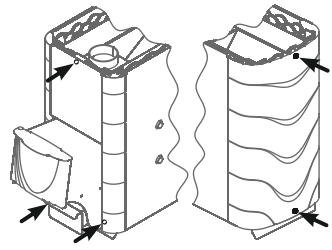

Рисунок 10. Саморезы для демонтажа конвектора печи
2. Снять конвектор, открутив 5 саморезов (рисунок 10);